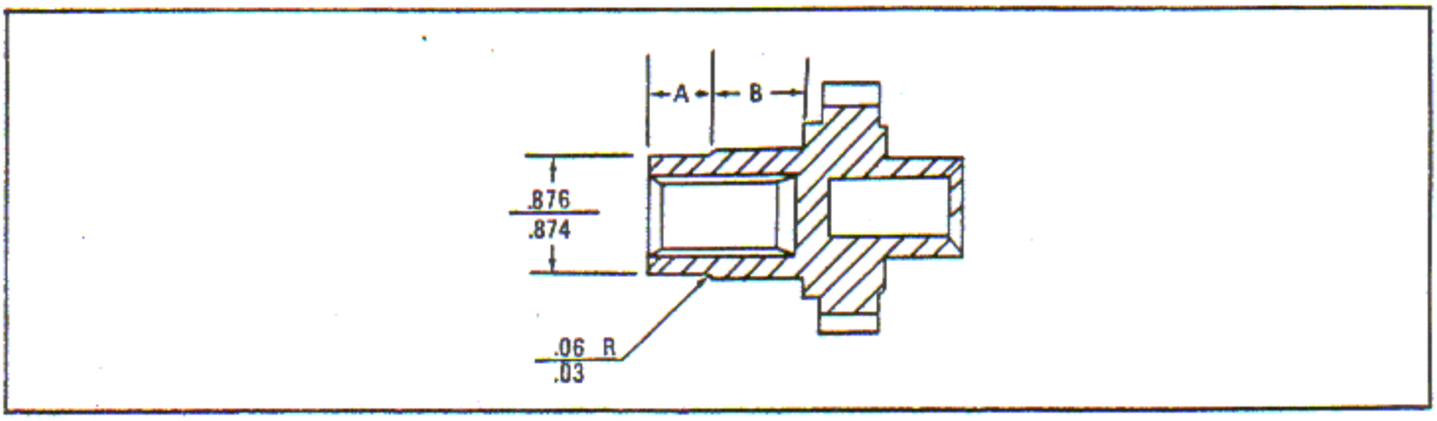

Figure 6-258. Dual Accessory Drive Gear
a. Surfaces worn at location A, figure 6-258, may be ground to a minimum diameter of 0.864 inch, chrome plated, and finish ground to restore the original OD of 0.876 - 0.874 inch.